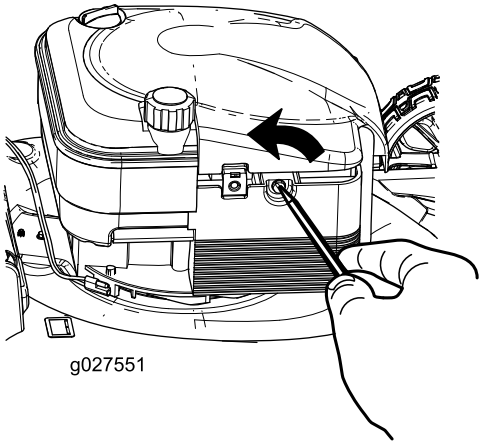

Figuur 22
1. Gebruik een schroevendraaier om het luchtfilterdeksel te openen (Figuur 22).